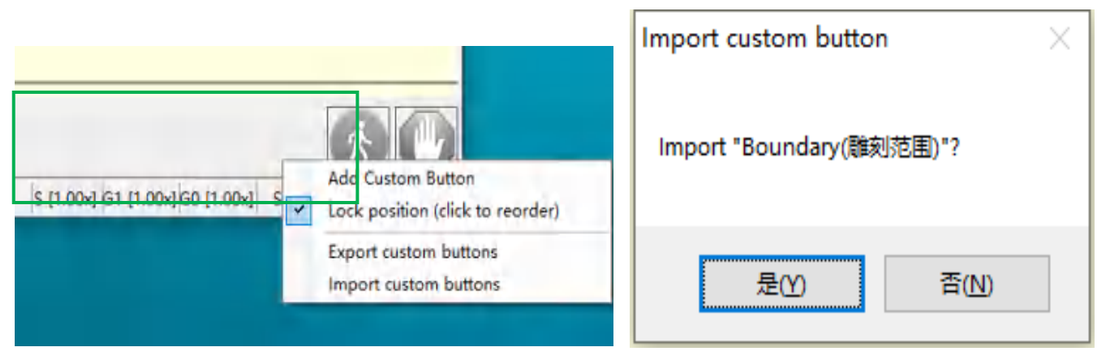

**Figure 3.2 How to add**
Step 1: Click the blank space of the bottom (as shown in figure 3.2)
Step 2: choose " import custom button", and then select the package for custom button obtained before and the custom button zip can be imported. Press (Y) until no window pops up to complete the installation of the custom button.